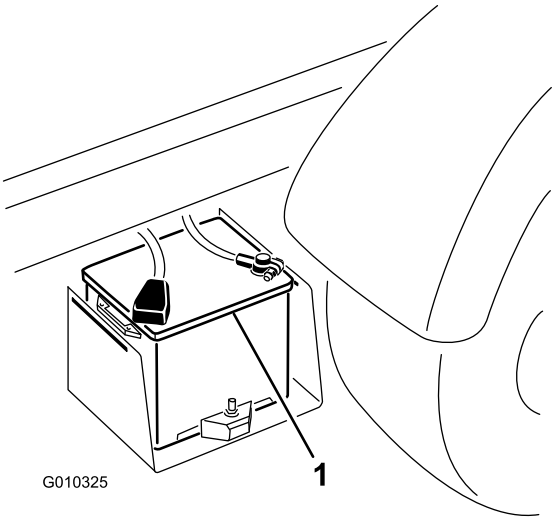

Figur 50
2. Anslut en startkabel mellan de två batteriernas pluspoler (Figur 50). Pluspolen identifieras genom ett plustecken ”+” på batterikåpan.